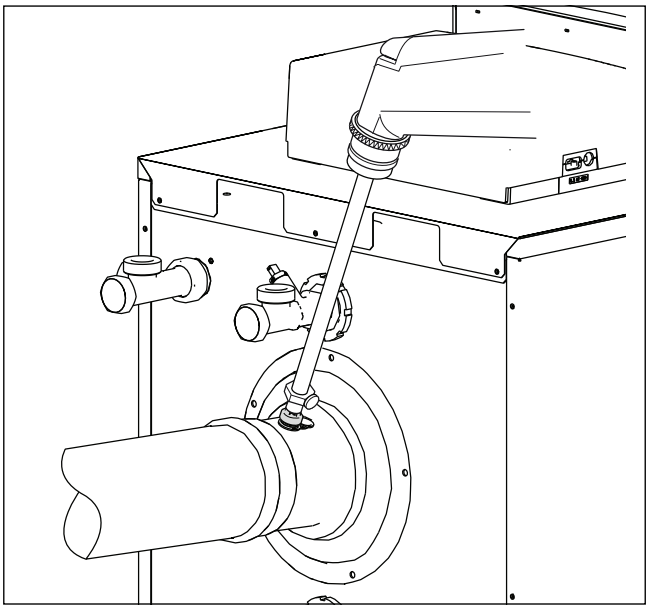

Bild 55 Messwerte aufnehmen
- ▶ Messfühler durch die Messöffnung (→ Bild 55, Seite 30) im Abgasrohr in den Kernstrom halten und CO_2-Gehalt kontrollieren.